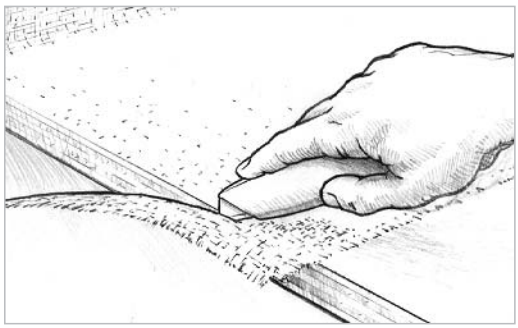

Figure 9-19 *Trim excess cloth after the epoxy has begun to gel using a sharp utility knife.*
8. Trim the excess and overlapped cloth after the epoxy has begun to gel, using a *sharp* utility knife *(Figure 9-19)*. Trim overlapped cloth, if desired, as follows: